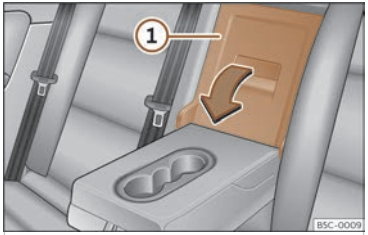

Fig. 183 Al respatller del seient del darrere: obertura de la trapa.
- Estireu la palanca de desbloqueig en el sentit de la fletxa i abateu completament la tapa de la trapa >>> fig. 183 ① cap endavant.